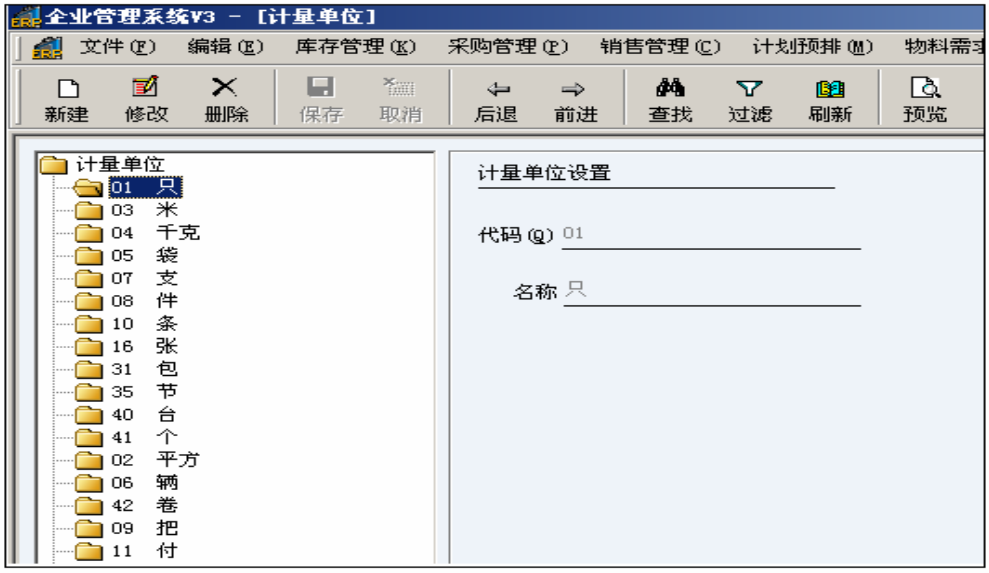

图 2-1-08
(8) 计量单位。在系统主界面，选择 ［基础数据管理］→［计量单位］，如图 2-1-08